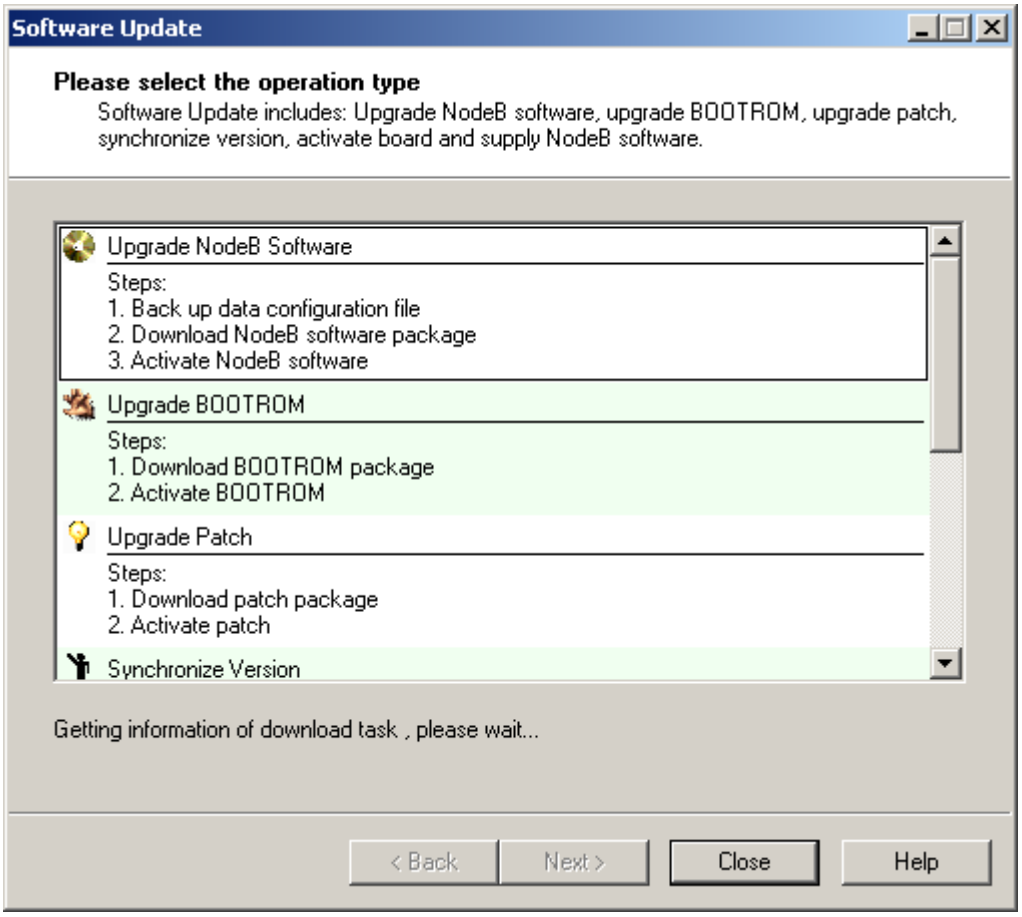

Figure 14-1 Software Update dialog box
1) Choose **Maintenance Navigator** -> **Software Management**. Then double-click the **Software Update** subnode. The **Software Update** dialog box opens up as shown in Figure 14-1.
The **Software Update** dialog box opens up as shown in Figure 14-1.